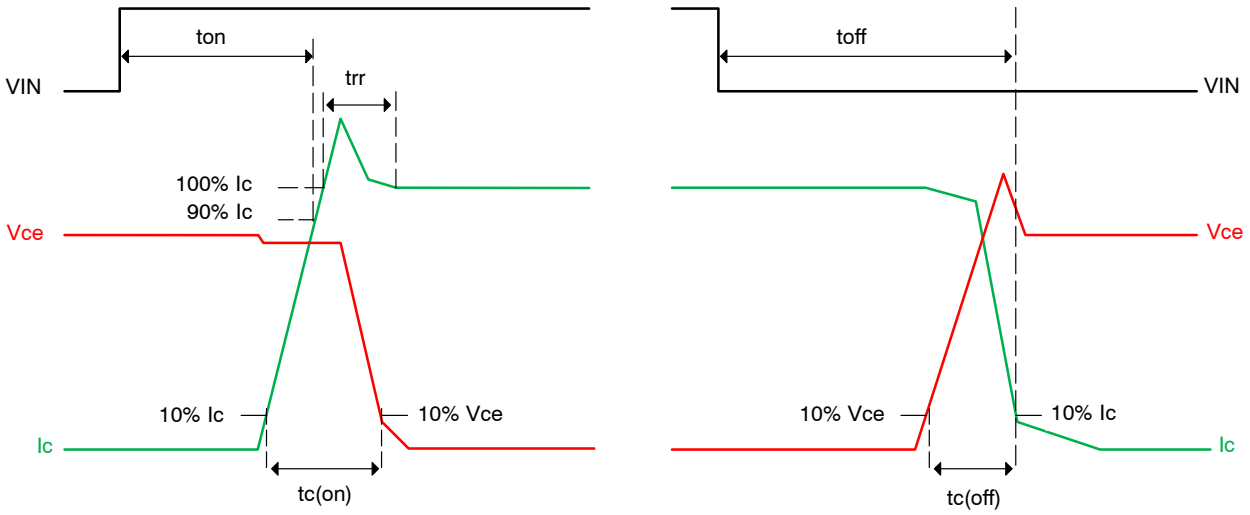

Figure 3. Switching Time Definition
7. t_{ON} and t_{OFF} include the propagation delay time of the internal drive IC. $t_{C(ON)}$ and $t_{C(OFF)}$ are the switching time of IGBT itself under the given gate driving condition internally. For the detailed information, please see *Figure 3*.